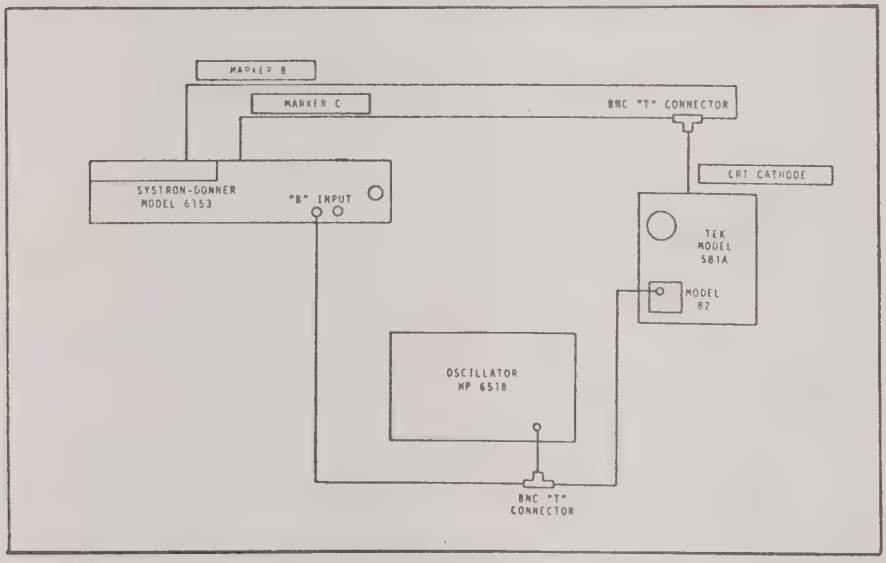

FIGURE 4.1 "B" AND "C" TRIGGER LEVEL/MARKER SENSITIVITY TEST SET UP
b) Interconnect equipment as shown in Figure 4.1. Set test oscillator for 0.3V p-p, 1 kHz sine wave.
b) Interconnect equipment as shown in Figure 4.1. Set oscillator for 8V p-p, 1 kHz sine wave.